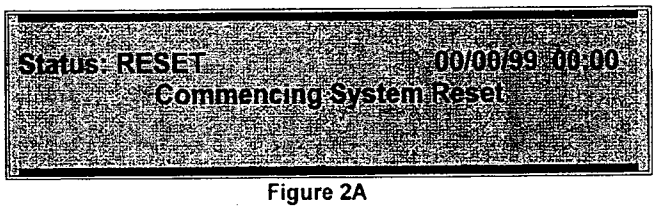
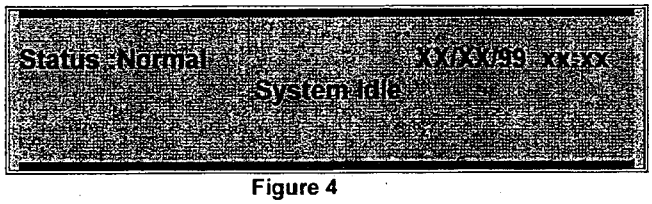

Figure 2A
Figure 4
2. If this is an initial power up, or if the processor firmware has been changed, the panel will proceed into the SmartStart, without the need for a password. Wait the required 15 seconds. [Power ON] LED is flashing. Commencing System Reset screen is displayed (see Figure 2A).
5. After a 15 second delay, the system commences a hardware restart. Modules and devices are being read. After a several second pause the System RESET screen is shown, Figure 2A. Then the "System Idle" screen is displayed, Figure 4.
After the initial system startup or system re-configuration is completed, the display will show the current date (month/day/year) and time (military), see Figure 4.